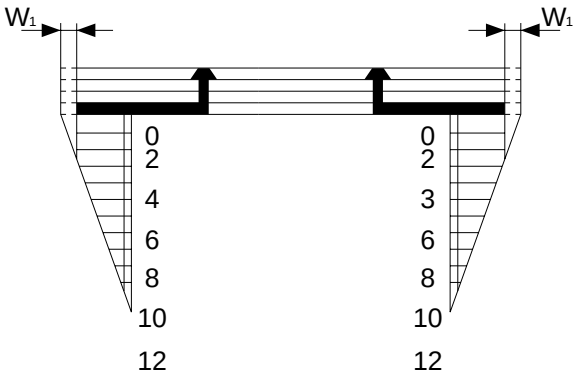

Figure 2-19
5) Check the image, and measure the non-image width shown in Figure 2-19.